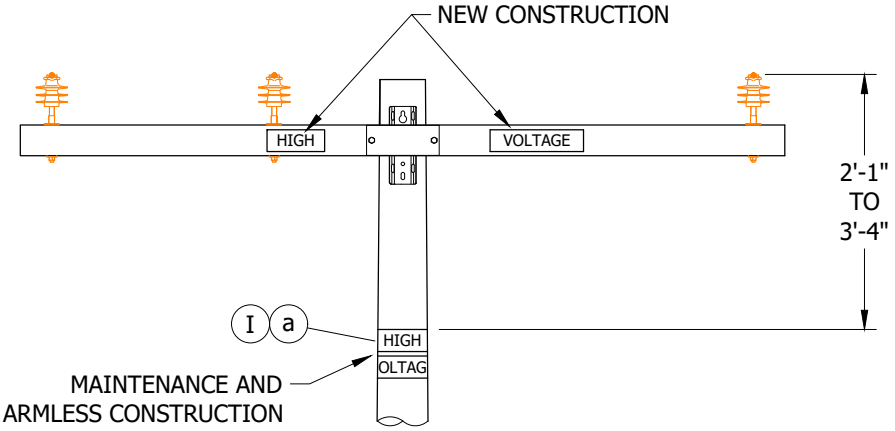

FIGURE 1
(I) CORRECTIVE MAINTENANCE: BROKEN, DETERIORATED OR MISSING CROSSARM "HIGH VOLTAGE" SIGNS MAY BE REPLACED ON THE POLE. THIS IS TO ENSURE THAT A SINGLE Q.E.W. MAINTAINS THE MINIMUM APPROACH DISTANCE FOR 12KV. THE SIGN SHALL BE PLACED NO MORE THAN 40 INCHES BELOW THE LOWEST CONDUCTOR OF THE LOWEST CIRCUIT (SEE FIGURE 1).